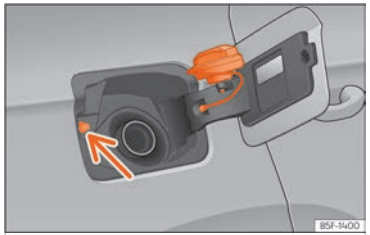

Fig. 203 Tapa del dipòsit amb el tap encaixat.
- Poseu-lo en l'espai que hi ha a la frontissa de la tapa oberta ››› fig. 203.
No toqueu el botó de bloqueig de la tapa de combustible ››› fig. 203 (fletxa). El sistema entendrà que heu acabat i no podreu seguir fent gasolina. Torneu a prémer la tecla de la porta del conductor per continuar.